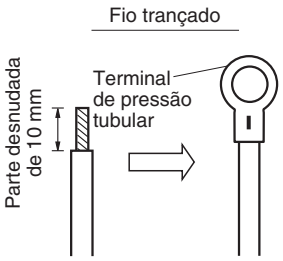
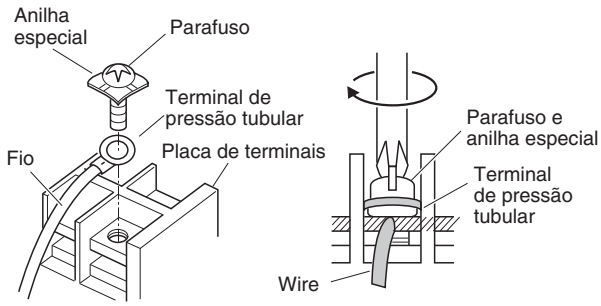

Fig. 4-7
Fig. 4-8
(1) Corte a extremidade do fio com alicates, desnude o isolamento para expor o fio trançado aproximadamente 10 mm e, em seguida, torça bem as extremidades do fio. (Fig. 4-7)
(2) Utilizando uma chave de fendas Phillips, retire o(s) parafuso(s) dos terminais na placa de terminais.
(3) Utilizando um prendedor de conectores tubular ou alicates, prenda firmemente cada extremidade desnudada com um terminal de pressão tubular.
(4) Coloque o terminal de pressão tubular, e recoloque e aperte o parafuso de terminal retirado utilizando uma chave de fendas. (Fig. 4-8)